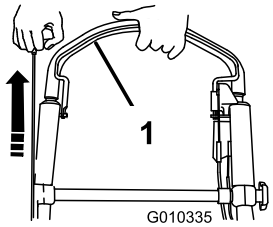

Figur 13
2. Håll knivstyrstången mot handtaget och dra i startsnöret (Figur 13).